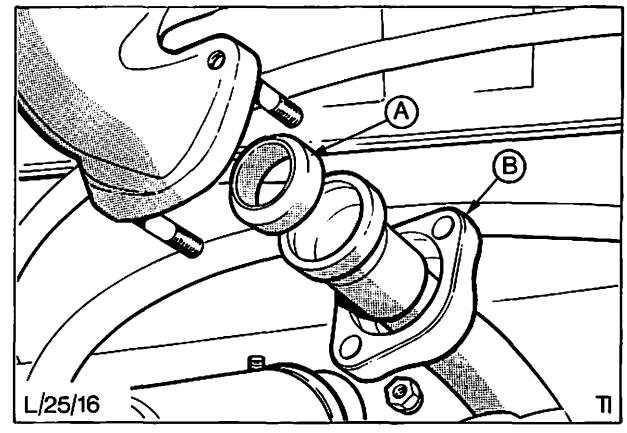

Abb. 6 A = Dichtring – Vorderrohr an Auspuffkrümmer
7. Dichtflächen von Dichtring – Halteflansch und Auspuffkrümmer, Abb. 6, mit Schmirgel reinigen, dabei eventuelle Kohlerückstände entfernen. Beide Gummihalterungen überprüfen, ggf. auswechseln.
11. Vordere Auspuffanlage (Vorderrohr(e) und Vorschalldämpfer) in Einbaulage bringen, hinten in die Gummihalterung einhängen und vorne an Auspuffkrümmer lose vormontieren, Abb. 6.